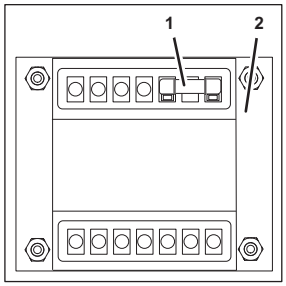

Fig. 104
1. Remove the fuse (Fig. 104/1) from the transformer (Fig. 104/2).
2. Insert the new fuse (Fig. 104/1) into the transformer (Fig. 104/2).